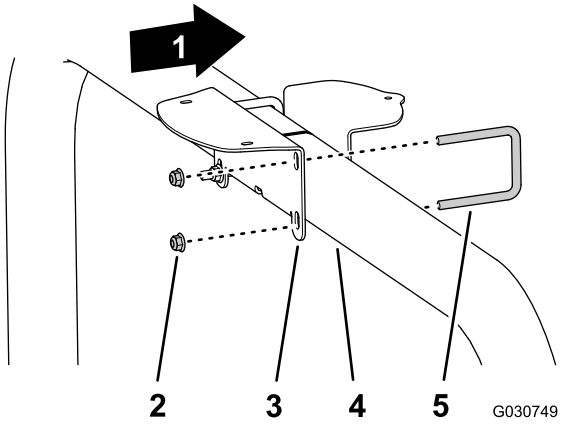

Figur 149
- Om maskinen är utrustad med GNSS (Global Navigation Satellite System) med WAAS (Wide Area Augmentation System) monterar du mottagarfästet på vältskyddsröret (Figur 149) med de två U-skruvarna och fyra flänslåsmuttrarna (3/8 tum).